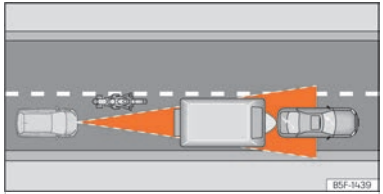

Fig. 121 Motociclista que circula per davant fora del radi d'acció del sensor de radar.
- Vehicles que circulin desalineats o fora de la zona de detecció del sensor, per exemple, motocicletes ››› fig. 121.